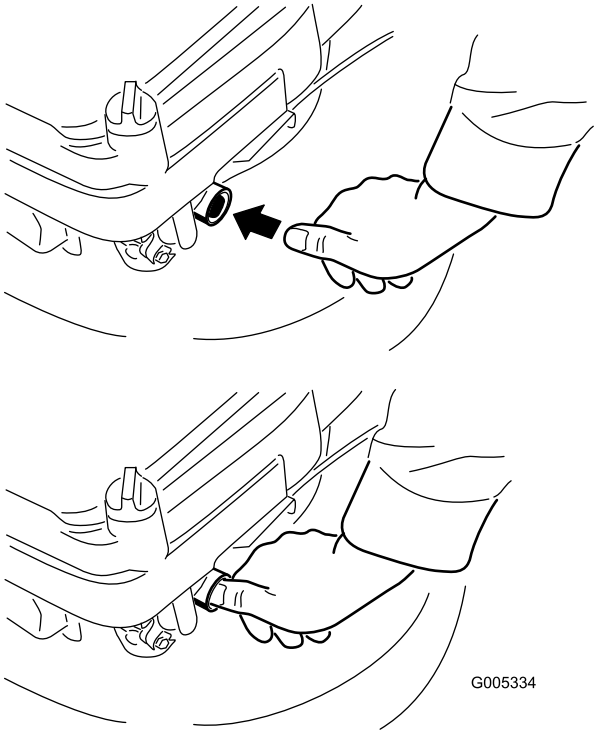

Figura 12
2. Usando il pollice, spingete con forza l'iniettore per una volta (Figura 12).